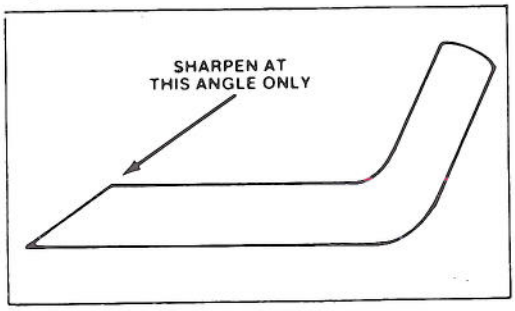

Figure 23
6. SHARPENING BLADE – Using a file, sharpen top side of blade and maintain original cutting angle (Fig. 23). The blade will remain balanced if same amount of material is removed from both cutting edges.